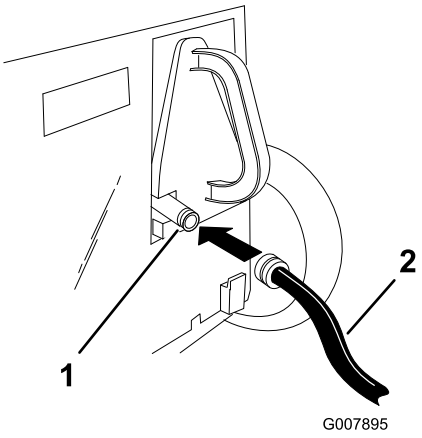

Figura 24
3. Sollevate lo sportello posteriore e montate il giunto sul raccordo di lavaggio del tosaerba sul coperchio di scarico (Figura 24).